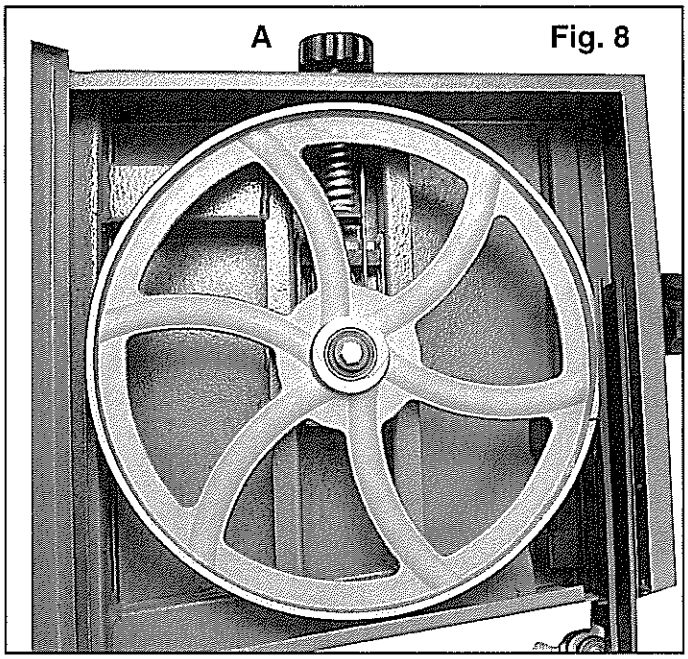

Fig. 8
• If the blade tension is not correct you will need to adjust the blade tension hand wheel. Fig.8 A. There is an indicator that gives you the correct tension for the width of the blade. Fig. 7B.